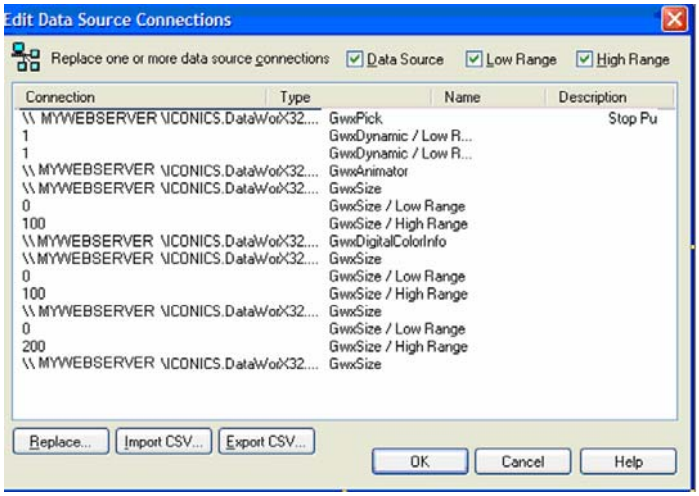

Figure L5.1: Edit Data Source Connections
1. Open **Operator3.gdf** just as a starting point. In configure mode, choose **Dynamics → Edit Connections** to open the **Edit Data Source Connections** window shown in **Figure L5.1.**